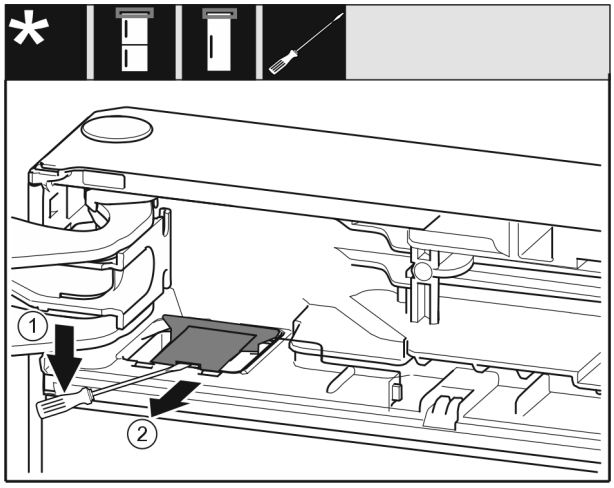

Fig. 11
- ▶ Unlatch the cover with a slotted screwdriver and lift it up. *Fig. 11 (1)*
- ▶ Take out the cover. *Fig. 11 (2)*